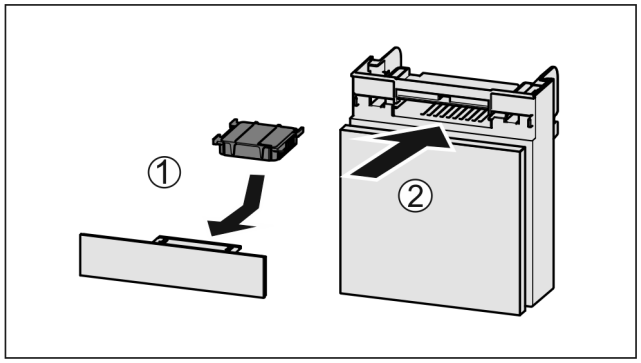

Fig. 246
▶ Introduceți *Fig. 246 (1)* filtrul de cărbune activ după cum se vede în figură.
▶ Împingeți *Fig. 246 (2)* compartimentul în interior.